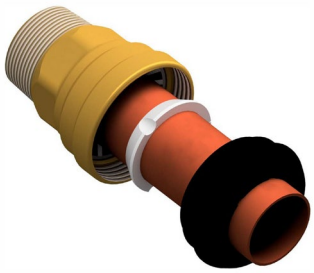

Figure 2
- Take the appropriate sized demount ring provided by Nexus, and snap it over the pipe between the cap and grip ring (Fig 2).